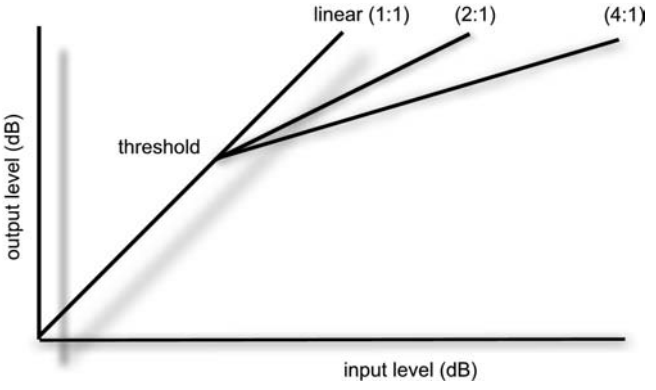

Figure 12.26. *The output of a compressor is linear below the threshold and follows an input/output gain reduction ratio above this point.*
- *Ratio*—This control determines the slope of the input-to-output gain ratio. In simpler terms, it determines the amount of input signal (in decibels) that's needed to cause a 1-dB increase at the compressor's output (Figure 12.26). For example, with a ratio of 4:1 . . . for every 4-dB increase at the input there will be only a 1-dB increase at the output; an 8-dB input increase will raise the output by 2 dB, while a ratio of 2:1 will produce a 1-dB increase in output for every 2-dB increase at its input. Get the idea?